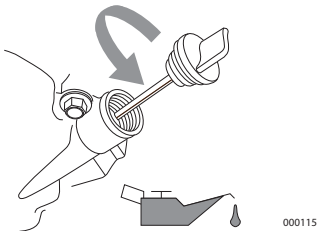

Figura 2-7. Sacar la varilla
3. Retire la tapa de llenado de aceite y limpie la varilla de medición. Consulte la *Figura 2-7*.